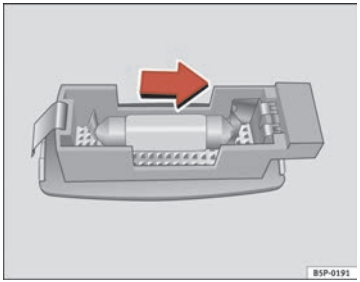

Fig. 181 Removing sunroof light
– Carefully remove the lamp, using the flat side of the screwdriver, as shown in the figure ⇒ fig. 181.
– Remove the bulb, moving it in the direction of the arrow and outwards ⇒ fig. 181.